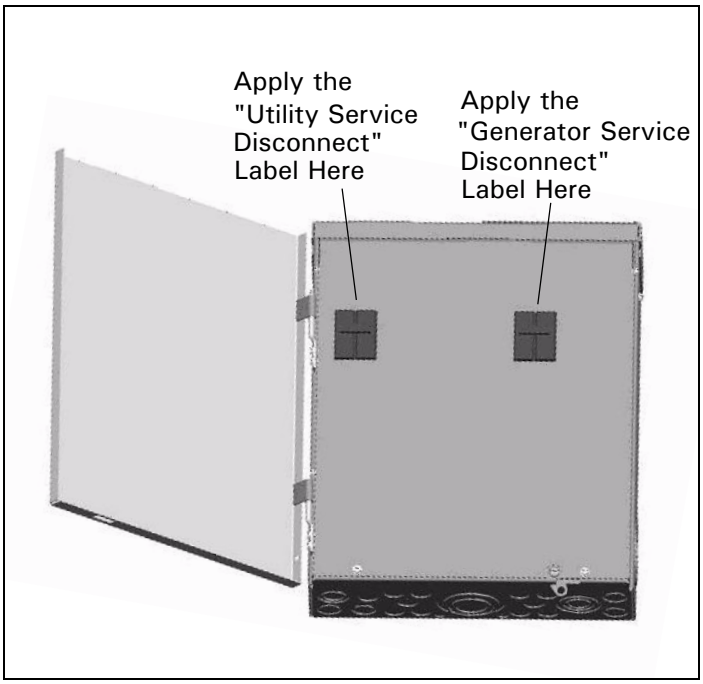

Figure 1. Label Placement for Service Entrance Applications.
Step 3: Apply the "UTILITY SERVICE DISCONNECT" label adjacent to the UTILITY circuit breaker and the "GENERATOR SERVICE DISCONNECT" label adjacent to the GENERATOR circuit breaker on the deadfront (see Figure 1).